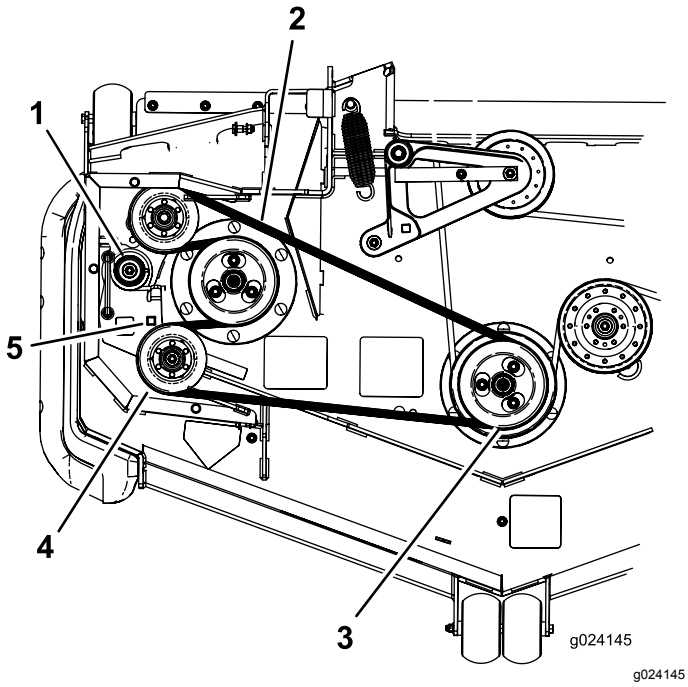

Figur 71
7. Bruk en skralle i det firkantede hullet i lederullarmen for å redusere spenningen på blindfjæren (Figur 71).